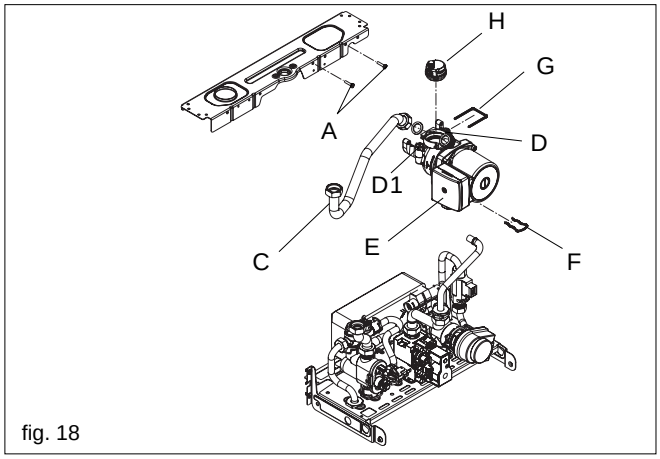

fig. 18
6.5 PUMP ASSEMBLY (fig. 18)
6.7 LOWER AUTOMATIC AIR RELEASE VALVE (fig. 18)